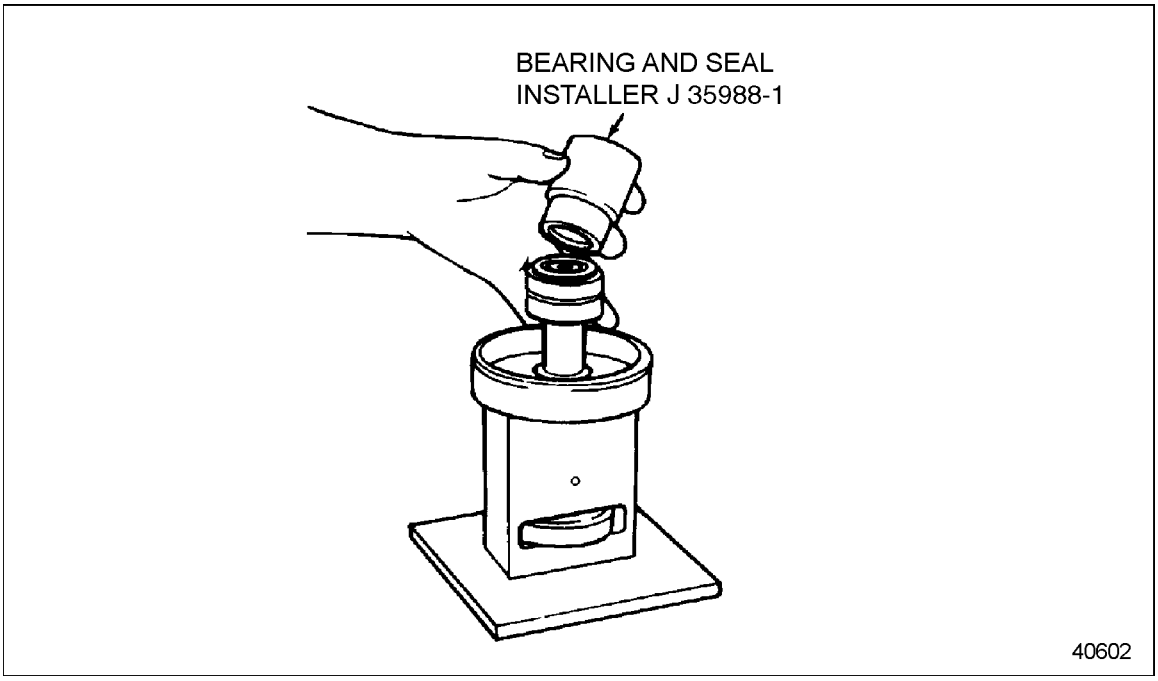

Figure 4-46 Bearing Installation (FM)
5. Press the bearing pack onto the shaft until it contacts the shoulder of the shaft using J 35988-1, part of tool set J 35988-D. See Figure 4-46.